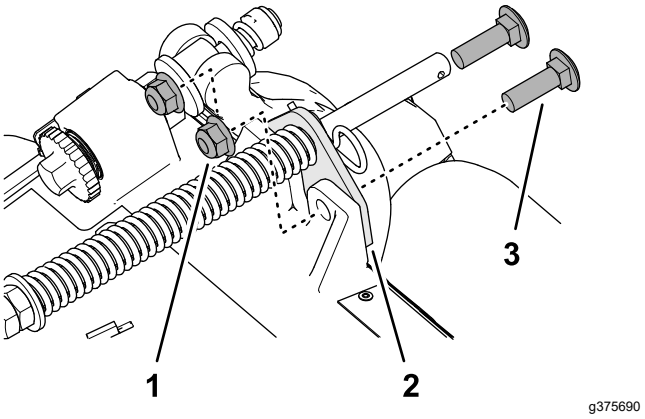

Figura 17
2. Îndepărtai cele 2 contrapiulie cu guler (⅜") i cele 2 uruburi de fixare (⅜" x 1¼") care fixează suportul de compensare pentru gazon pe cadrul unităii de tăiere (Figura 17).